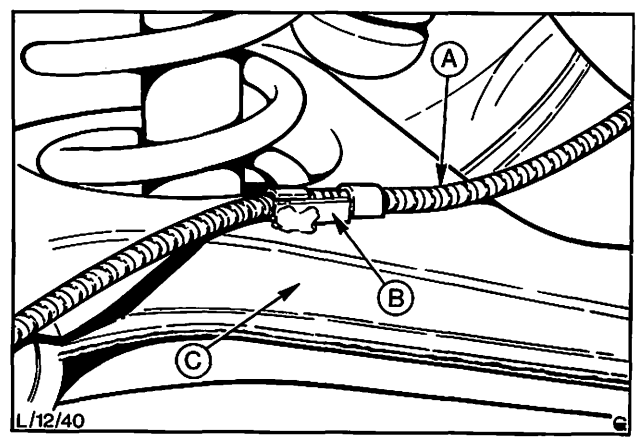

Abb. 75 A = Handbremsseil
17. Handbremsseil in die Führungen und in die Halteklammern an den Längslenkern einsetzen. Auf richtige Einbaulage des Handbremsseils achten, Abb. 75.